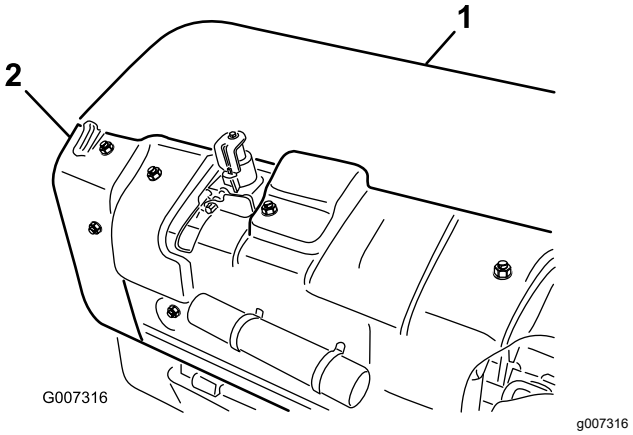

**Figuur 36**
1. Verwijder de achterkap van de beluchtingskop (Figuur 36).
2. Draai de montagebouten van het poeliedeksel los en verwijder het deksel (Figuur 36).